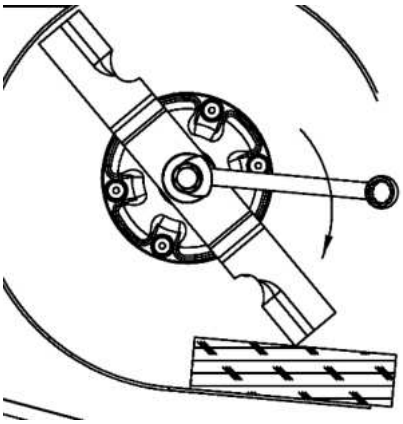

Рис. 15
6.12.2 Если на валу головки нет плоских поверхностей, то, чтобы удержать нож от проворачивания, вставьте деревянный брусок (См. Рисунок 15) между ножом и корпусом деки.